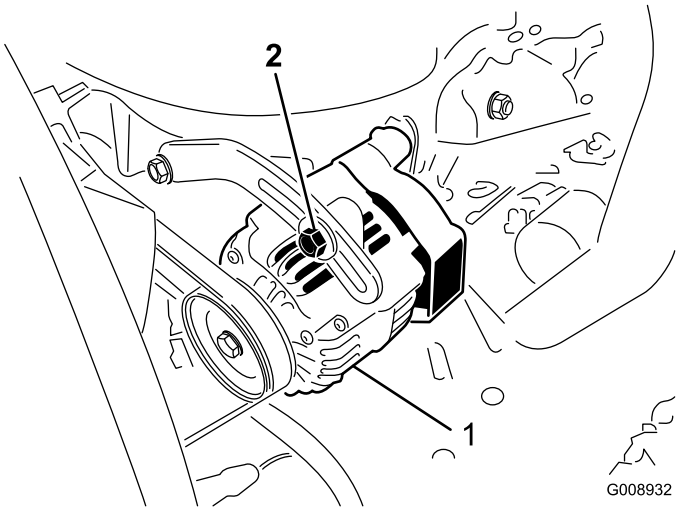

Figur 49
2. Hvis afbøjningen ikke er 10 mm, skal generatorens monteringsbolte løsnes (Figur 49).